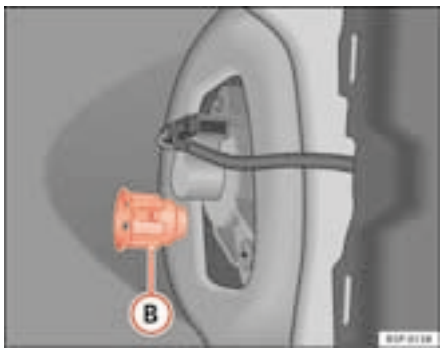

Fig. 186 Side lights and brake lights
– Unscrew the plastic fitting ⇒ fig. 186 (B) securing the rear light. Inserting a screwdriver under the plastic fitting may help to loosen it.